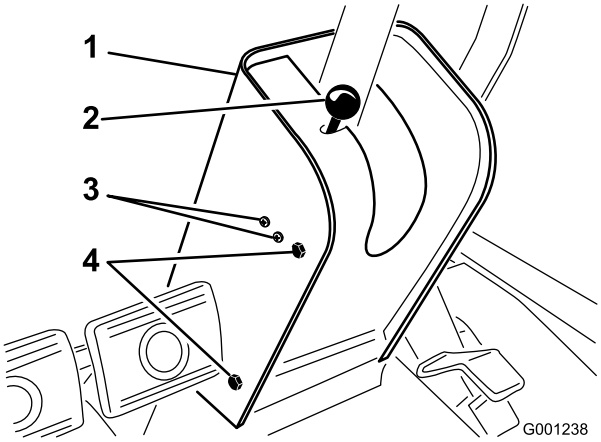

**Figur 61**
2. Ta bort knoppen från parkeringsbromsstången och skruvarna från styrkolonnens kåpa (Figur 61).
4. Lossa de skruvar och muttrar som fäster parkeringsbromsbrytaren på vänster sida av styrkolonnen (Figur 61).